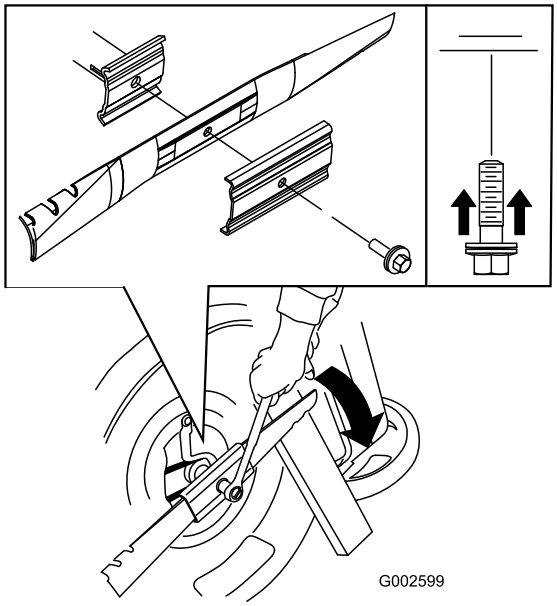

**Figuur 26**
5. Plaats het nieuwe mes (draai de mesbout rechtsom) en alle bevestigingsmaterialen (Figuur 26).